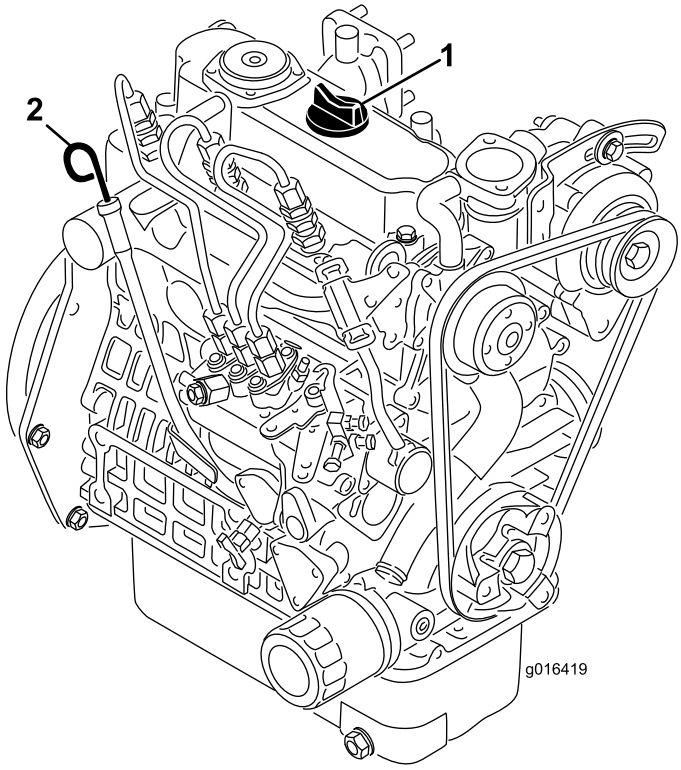

Figur 22
2. Fjern målepinden, og aftør den med en ren klud (Figur 22). Sæt målepinden ned i målepindsrøret, og sørg for, at den sidder helt i bund. Tag målepinden ud af røret igen, og kontroller oliestanden. Hvis oliestanden er lav, skal du fjerne påfyldningsdækslet fra ventildækslet og **langsomt** påfylde så meget olie, at oliestanden stiger til Full-mærket på målepinden. Hæld langsomt olie på, og kontroller niveauet ofte under denne proces. **Fyld ikke for meget på.**